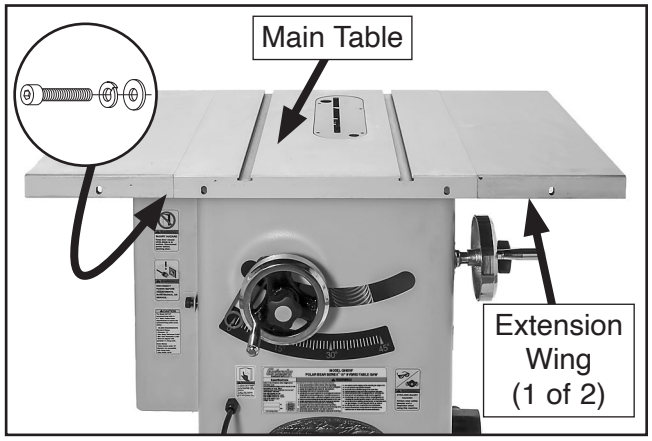

Figure 19. Extension wings installed.
7. While an assistant holds wings in place, attach each extension wing to main table with (3) M10-1.5 x 30 cap screws, 10mm lock washers, and 10mm flat washers, as shown in **Figure 19**.